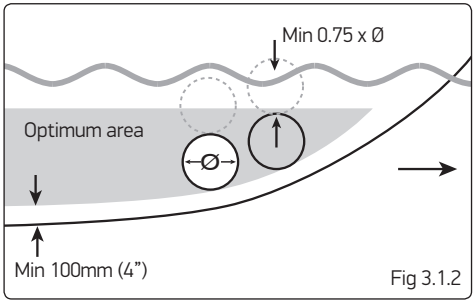

Fig 3.1.2
- 1 x Ø below the waterline to prevent air being sucked into the tunnel. (Fig. 3.1.2 / 0.75 x Ø minimum.).